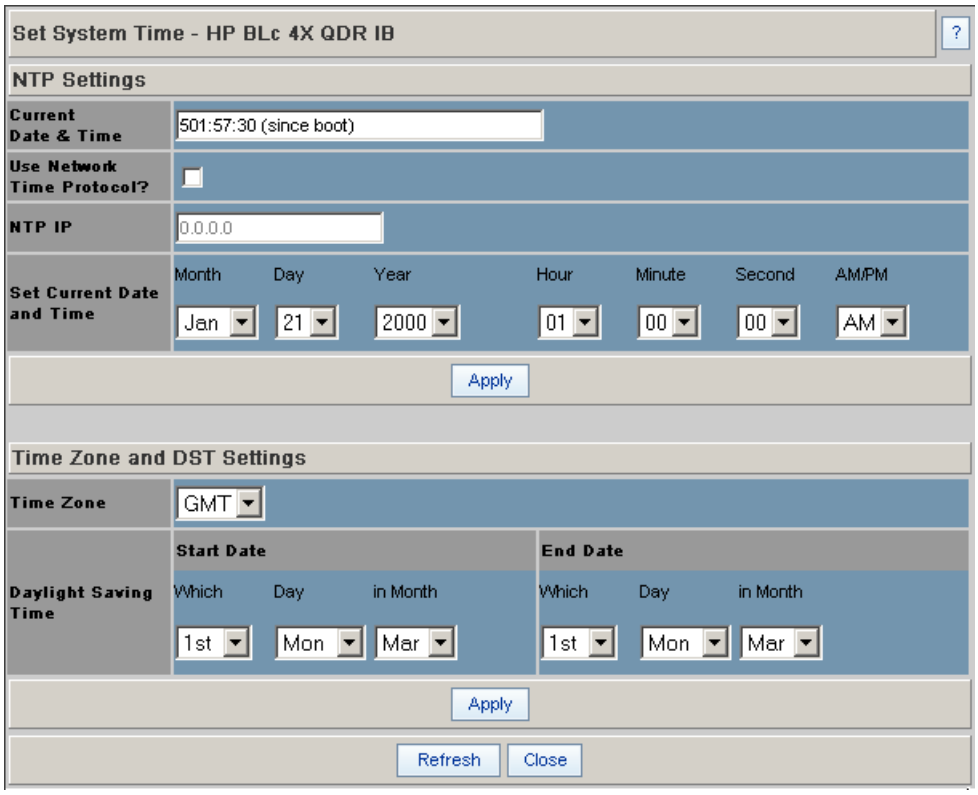

Figure 36 System Time Information Screen
1. Click **Set System Time** under the **Time Service** menu. The **System Time Information** screen is displayed (Figure 36):